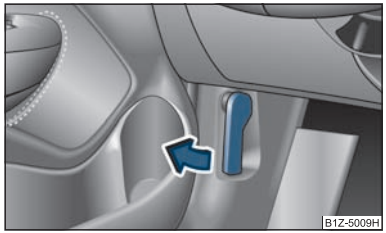

Fig. 120 Manette de déverrouillage du capot moteur
– Tirez sur la manette de déverrouillage sous le tableau de bord côté conducteur ⇒ fig. 120.
– Déverrouillez le capot-moteur ⇒ fig. 120.